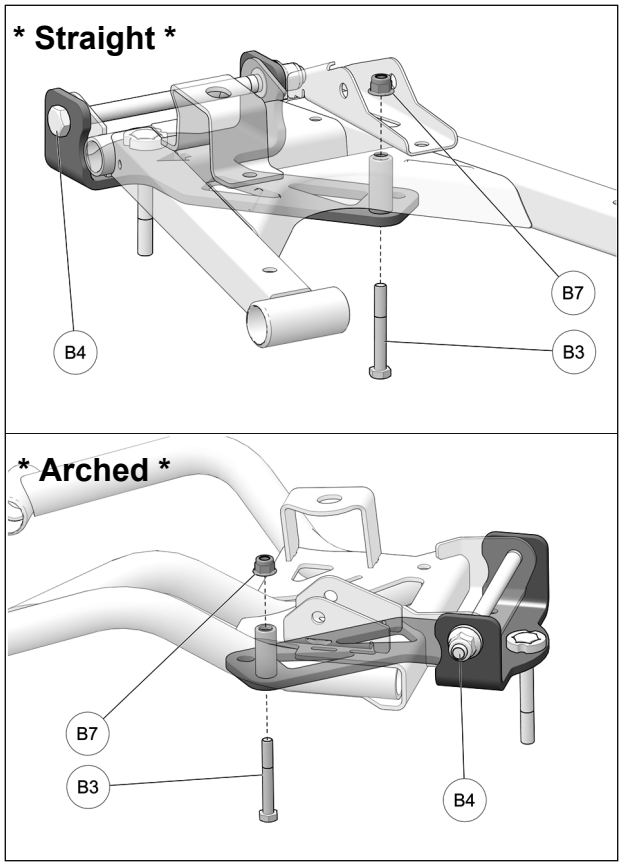

Fig. 9
9. Secure back of anchor bracket to suspension arm with M8x60 mm bolt (**B3**), inserted from the bottom. and nut (**B7**). Torque M12 bolt (**B4**) to 85 N•m [63 lb•ft]. and M8 bolt to 25 N•m [18 lb•ft]. See Fig. 9